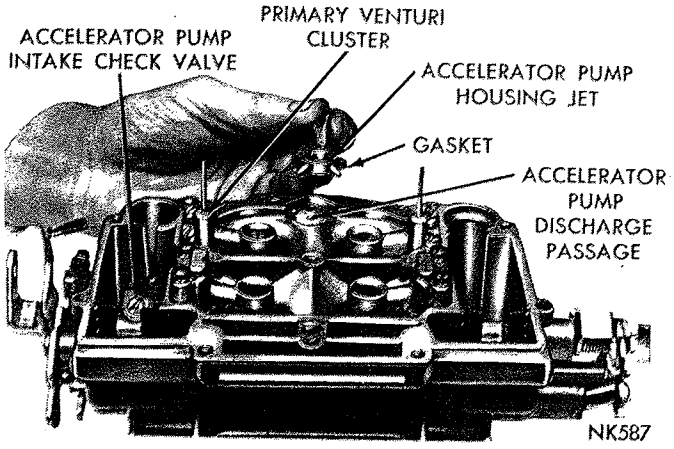

***Fig. 3—Removing or Installing Accelerator Pump Jet Housing***
(1) Remove screws that attach accelerator pump jet housing to main body. Lift out jet housing and gasket as shown in (Fig. 3). Discard gasket. Now, invert main body drop out discharge check needle from discharge passage.